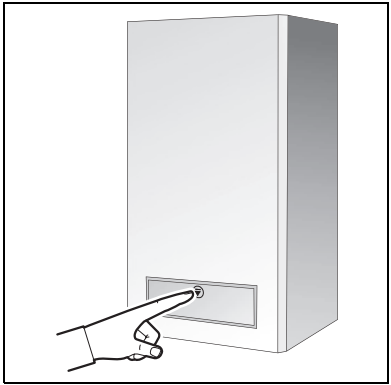

Afb. 4 Klepje openen
- Open het klepje aan de voorzijde van het cv-toestel door op het symbool aan de bovenzijde van het klepje te drukken (afb. 4).